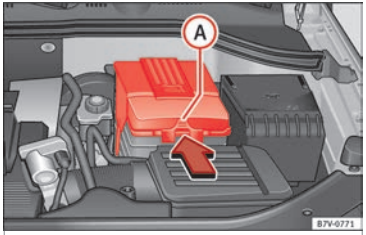

Fig. 249 In the engine compartment: remove the lid from the vehicle's battery.
- *In the case of a lid:* press the tab ››› **Fig. 249** Ⓐ in the direction of the arrow and pull the cover upwards.